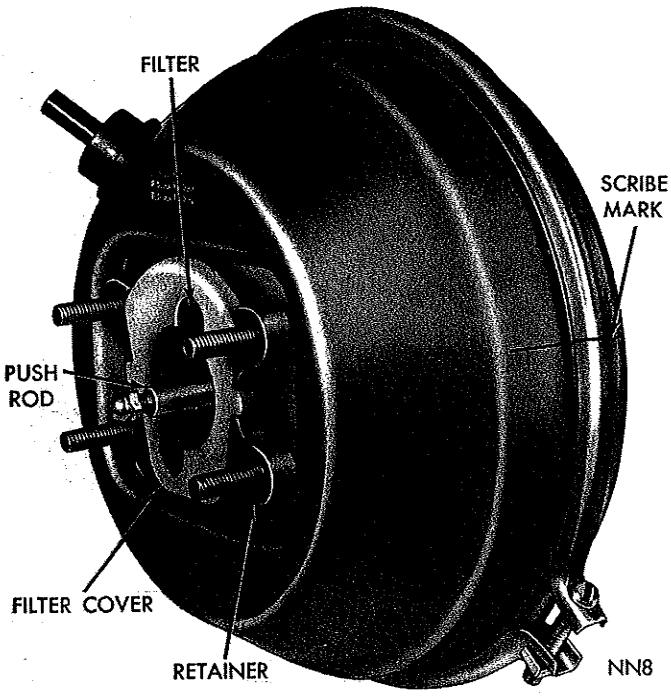

*Fig. 4—Scribe Marks on Front Cover Clamp Band and Rear Cover*
(3) Remove check valve and rubber grommet from power brake unit.
(4) Remove rubber boot from operating rod.
(5) Scribe a line across front cover, clamp band and rear cover (Fig. 4).